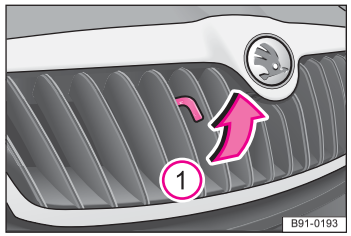

图 133 散热器格栅：解锁拉手
– 向上拉动解锁拉手，使发动机舱盖完全解锁 ⇒ 图 133。